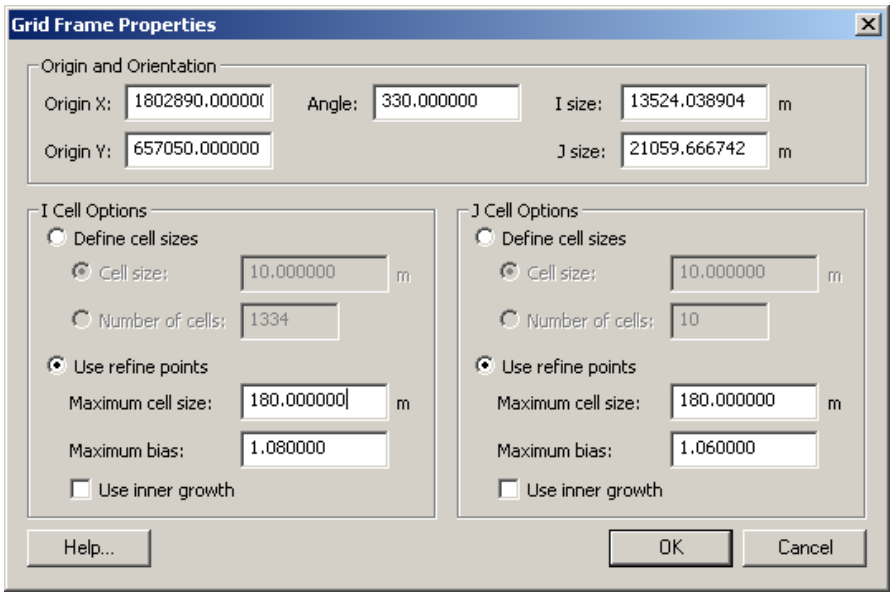

Figure 7. *Grid Frame Properties*.
4. Rt-click the highlighted center button and click *Properties* to further modify the dimensions of the grid boundary (Figure 7),